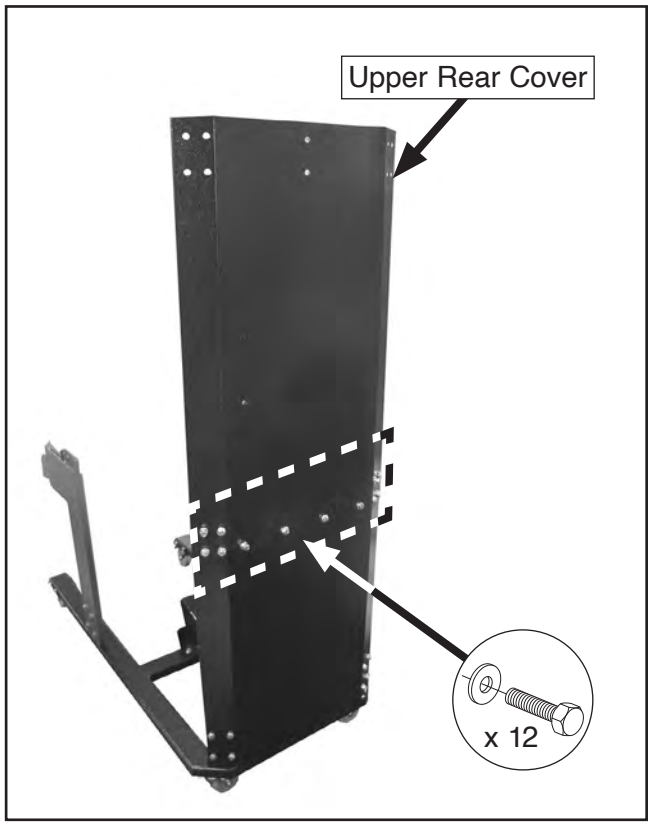

Figure 21. Upper rear cover attached to lower rear cover.
6. Attach upper rear cover to brackets on lower rear cover with (12) 5/16"-18 x 3/4" hex bolts and (12) 5/16" flat washers (see **Figure 21**).